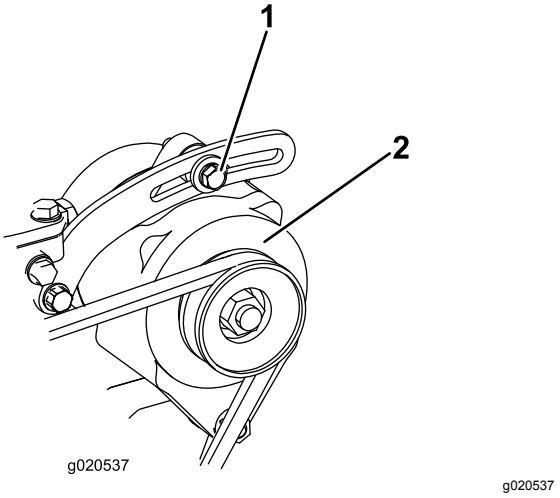

**Figur 75**
Kontroller remmens tilstand og spænding (Figur 75) efter hver 100 driftstimer.
1. Løsn generatorens monteringsbolte (Figur 75).